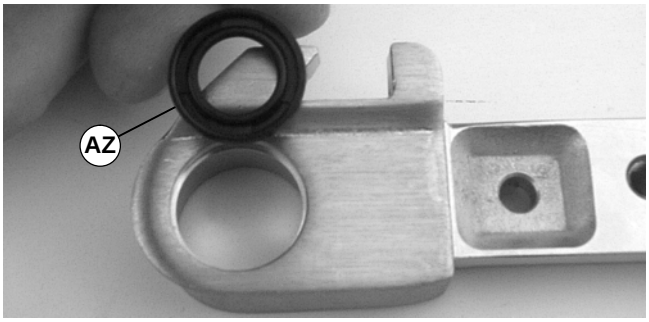

Abbildung 42
3. Neue Dichtung (Teilenr. 807-1016) mit Nut (AZ siehe Abbildung 42) nach außen zeigend installieren.